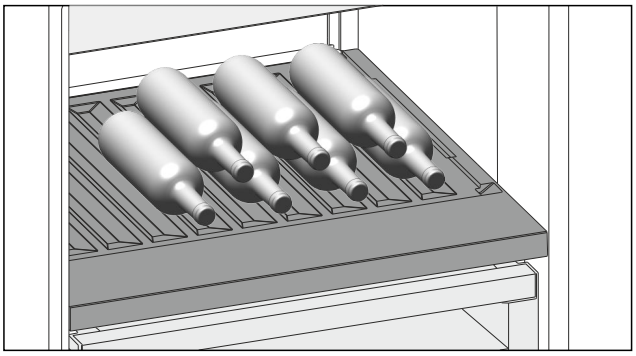

Fig. 152 Примерное изображение
- ▶ Бутылки укладывайте дном к задней стенке. (см. Fig. 152)